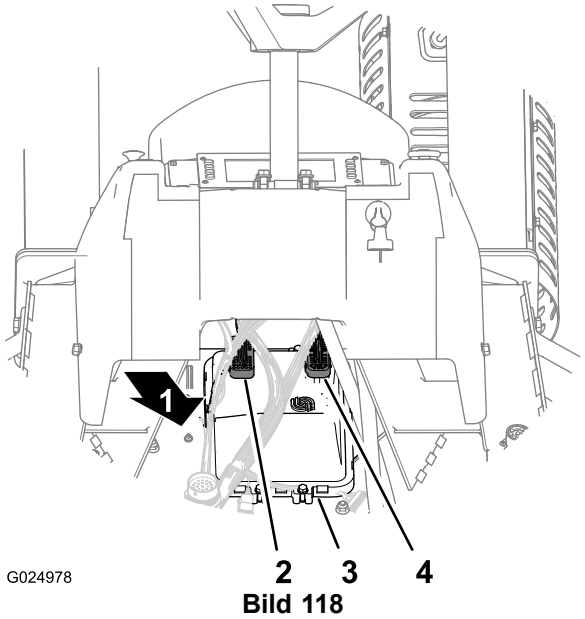

Bild 118
2. Ziehen Sie den 50-Buchsen-Stecker (CPU 1) von der Rückseite des Computermoduls ab (Bild 118).
3. Ziehen Sie den 38-Buchsen-Stecker (CPU-2) von der Rückseite des Computermoduls ab (Bild 118).
1. Schließen Sie den 38-Buchsen-Stecker (CPU-2) an der Rückseite des Computermoduls an (Bild 118).
2. Schließen Sie den 50-Buchsen-Stecker (CPU 1) an der Rückseite des Computermoduls an (Bild 118).